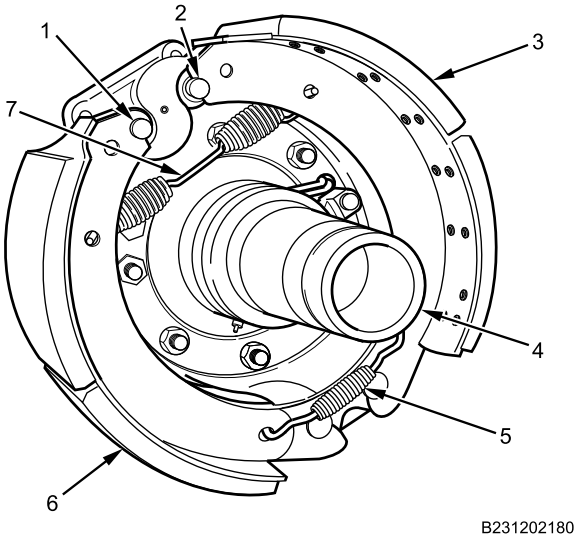

Figure 4. Brake Shoes.
3. Apply silicone grease only where brake shoes contact rollers (Figure 4, Item 1 and 2).
4. Install upper brake shoe (Figure 4, Item 3) and lower brake shoe (Figure 4, Item 6) on front wheel hub (Figure 4, Item 4) with new return spring (Figure 4, Item 7) and two new retaining springs (Figure 4, Item 5).
5. With assistant, lift upper brake shoe (Figure 4, Item 3), and install roller (Figure 4, Item 2) and roller retainer on brake S-camshaft.
6. Push down on lower brake shoe (Figure 4, Item 6), and install roller (Figure 4, Item 1) and roller retainer on brake S-camshaft.